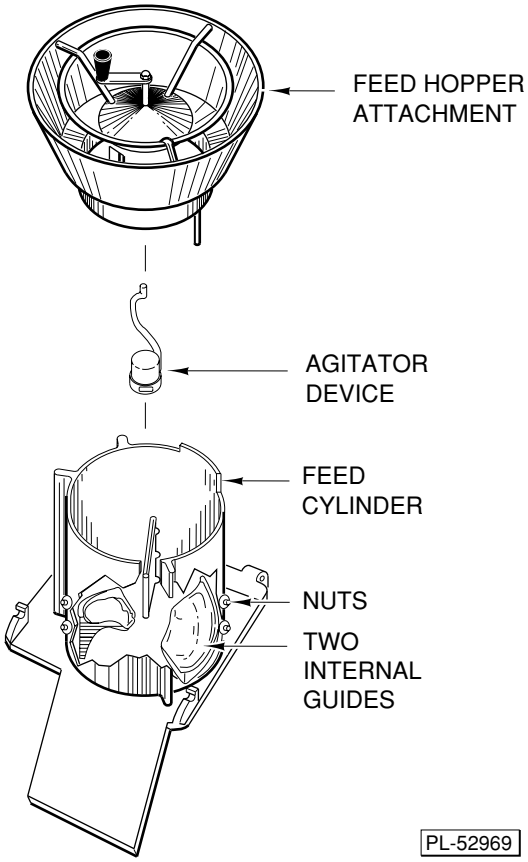
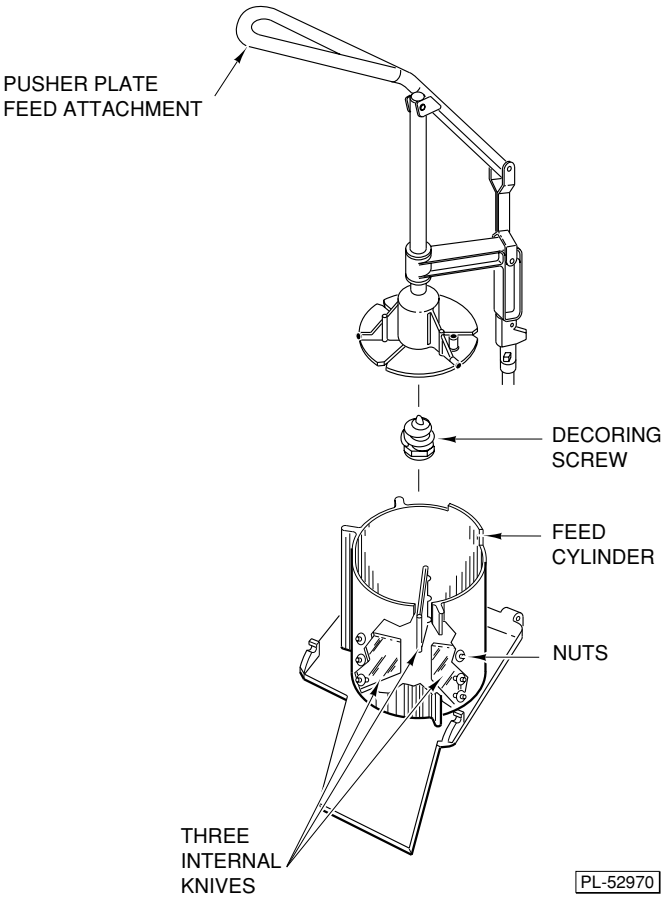

Fig. 7
Fig. 8
The feed hopper attachment (Fig. 7) is used mainly for cutting round products up to 3" (76 mm) in diameter. The pusher plate feed attachment (Fig. 8) can be used for any type product.
2. Fit the feed cylinder with two internal guides (Fig. 7).
2. Fit the feed cylinder with three internal knives (see Fig. 8).
2. Remove the feed cylinder. The feed cylinder guides (see Fig. 7) OR the three knives (see Fig. 8) may be removed for cleaning by unscrewing the nuts (see Fig's. 7 & 8) with the wrench provided. Rinse all parts with lukewarm water.